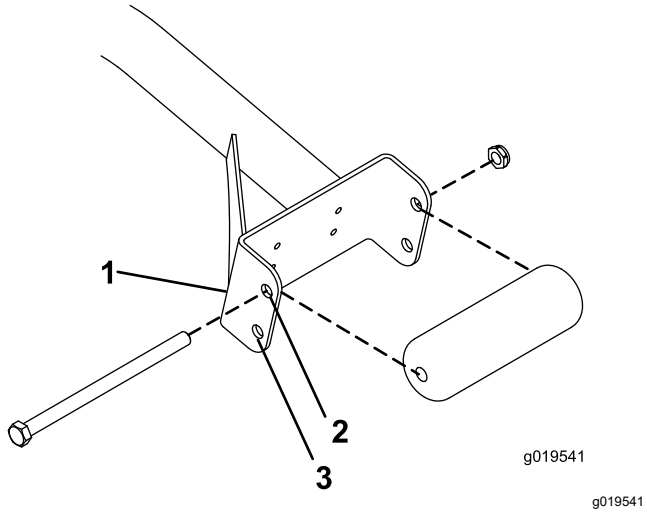

Figur 3
- Hvis du bruker en 69 cm klippeenhet, skal valsene monteres i de øvre monteringshullene av støtteenhetskanalene.(Figur 3).
- Hvis du bruker en 81 cm klippeenhet, skal valsene monteres i de nedre monteringshullene av støtteenhetskanalene.(Figur 3).